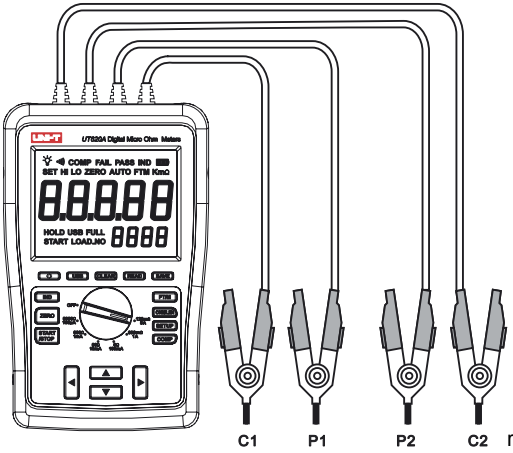

rys.8
1. Włóż wtyki dowolnych przewodów pomiarowych do gniazd P1, P2, P3 i P4 a krokodylki podłącz do testowanego obiektu (patrz rys. 8).